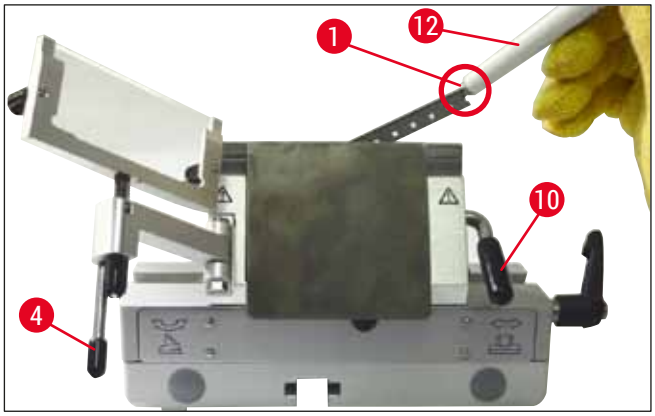

Рис. 35
4. Другая возможность извлечения лезвия – использование кисточки с магнитом (→ "Рис. 35-12"). Для этого поверните зажимной рычаг (→ "Рис. 35-10") вниз против часовой стрелки (→ "Рис. 35"). Отведите систему уголка (→ "Рис. 35-4") влево. Подведите кисточку с магнитом (→ "Рис. 35-1") к лезвию и извлеките лезвие движением вверх.